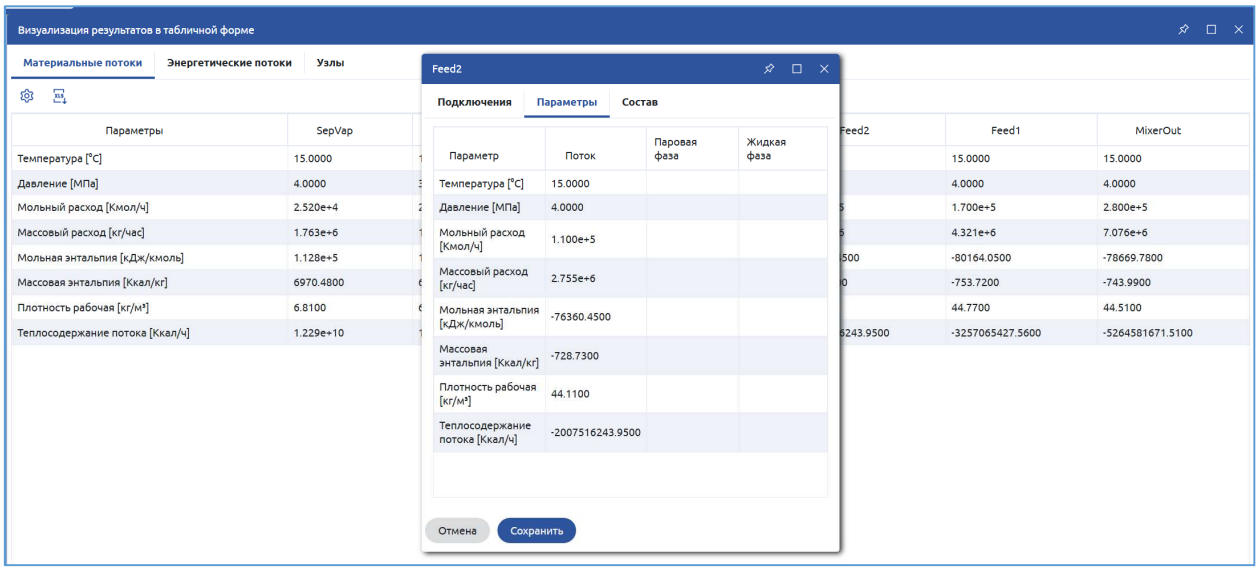

Рисунок 55. Результат. Материальные потоки. Окно свойств
4. Двойным щелчком по названию материального потока открывается окно свойств соответствующего потока (Рисунок 55).